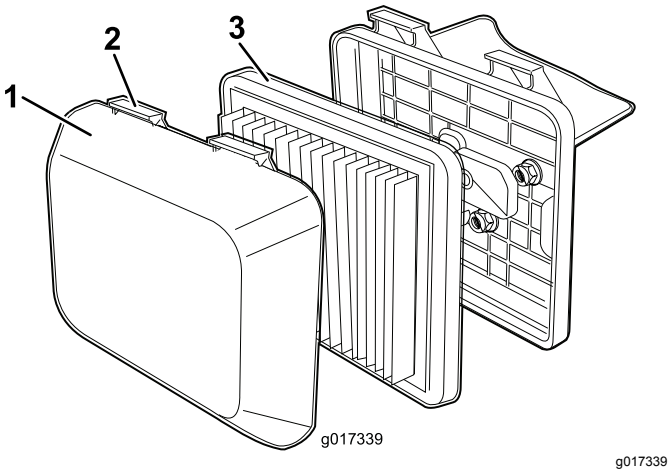

图20
1. 向下按空气滤清器盖子顶部的闩锁袢扣 (图20)。
3. 拆下过滤器 (图20)。